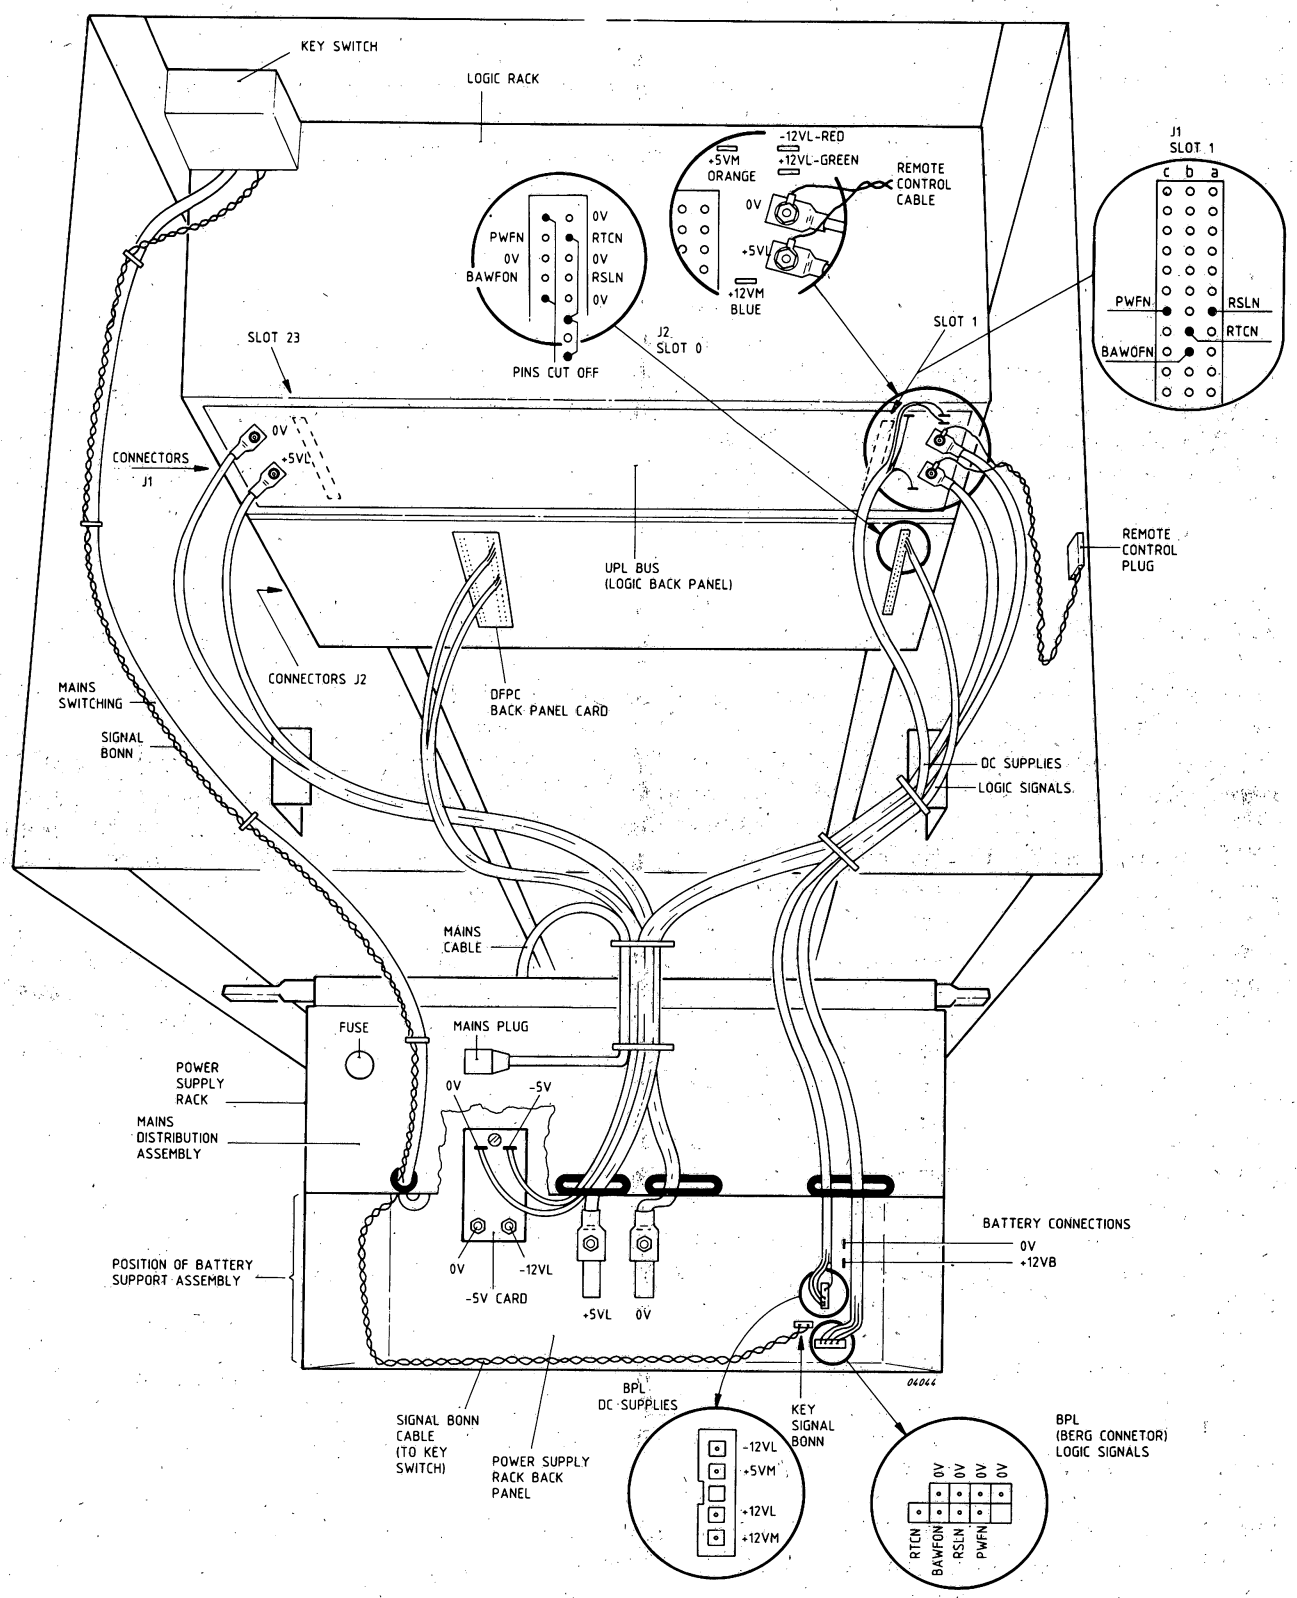

Figure 3.18 CABLING
- Mains Distribution panel - type D8TD4, see figure 3.18. For access to this fuse the power supply rack must be swung down out of the cabinet as at section 3.12.2 (type D8TD8 must be used if mains is 110V).
The single phase mains supply is connected via a socket mounted on the rear of the Mains distribution assembly of the power supply rack, see figure 3.18.
Electrical connections inside the cabinet are made with discrete wiring. The connections are shown in figure 3.18. From the point of view of parts lists the cables can be split into four groups: